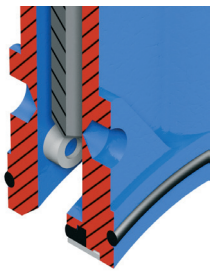

Abb.10
3. Alle Schrauben zwischen dem Gehäuse (1) und der Deckel (2) lösen.
4. Entfernen Sie das Antriebssystem, Deckel (2) und Schieberplatte (4) des Gehäuse (1).
5. Entfernen Sie Sitzdichtung (18) zwischen der Deckel (2) und des Gehäuse (1) und reinigen Sie Ihre Unterkunft.
6. Eine neue Dichtung (18) mit den selben Abmessungen wie die alte.
8. Sicherstellen, dass die Sitzdichtung (18) richtig zwischen der Deckel (2) und dem Gehäuse (1) ruht und einzuführen, das Schieberplatte (4), Deckel (2) und Antriebssystem im Gehäuse (1).
9. Bei der Sie das Schieberplatte in den Gehäuse eindringen, darauf achten, dass die Führungsbuchse in Position bleiben (Abb. 10). Vergewissern Sie sich auch, dass die Dichtung nicht beschädigt wird.
10. Vorsichtig alle Schrauben der Deckel (2) über Kreuz nachziehen.
12. Den Schieber an die Leitung anschliessen, die Leitung unter Druck setzen und sicher stellen, dass es keine Undichtigkeiten weder zwischen der Deckel (2) und dem Gehäuse (1) noch zwischen dem Schaft (11) und der Deckel (2) gibt.